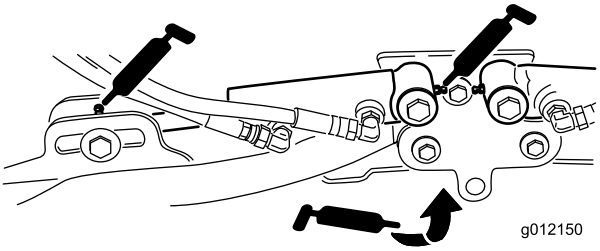

Figur 46
- Klippeenhedens løftearmscylindere (2 hver) (Figur 46)
- Løftearmenes drejetapper (1 hver) (Figur 46)